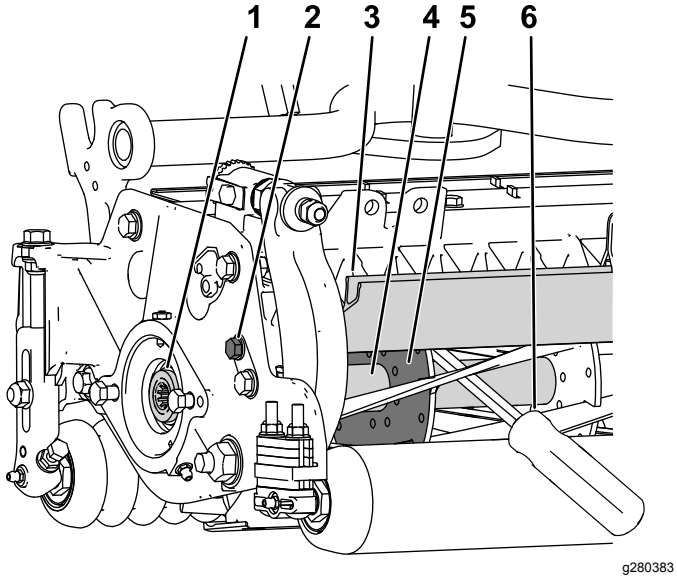

Figur 30
1. Løsn bolten på afskærmningen på venstre side af klippeenheden, og hæv den bagerste afskærmning (Figur 30).
2. Sæt en langskaftet løftestang (anbefalet ⅜" x 12" med skruetrækkerhåndtag) igennem klippeenhedens bagende, tættest på den side af klippeenheden, som du skal tilspænde (Figur 30).
3. Anbring løftestangen mod cylinderstøttepladens svejseside (Figur 30).